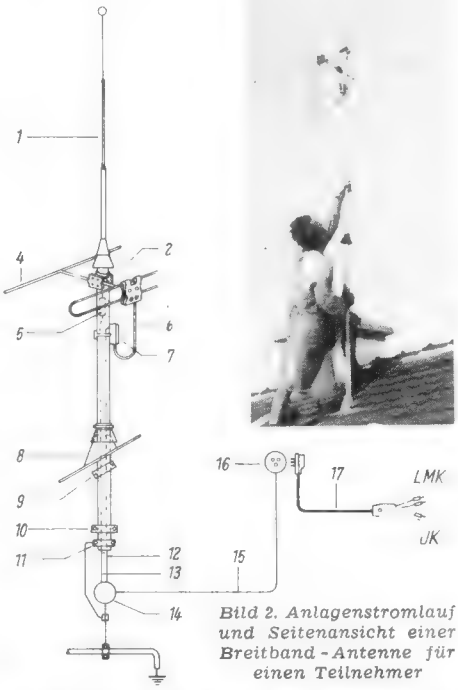
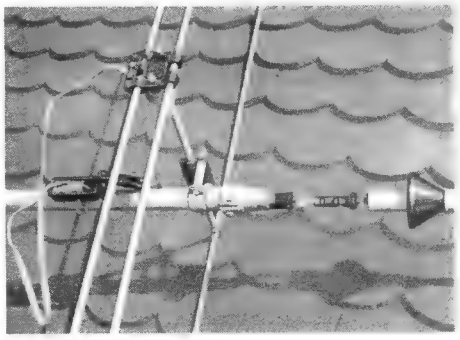

Bild 2. Anlagenstromlauf und Seitenansicht einer Breitband-Antenne für einen Teilnehmer
Bild 3. Die zusammengesetzte Antenne liegt noch auf dem Hausdach und läßt die geöffneten Antennenübertrager erkennen
Zum Empfang von Mittel- und Langwellen dient die mit einer „Prasselschutzkugel" (Geräuschminderung bei statischen Entladungen) versehene 3,3 m lange Antennenrute 1 **(Bild 2)**. Oben im Standrohr befindet sich der Mittel-Lang-Antennenübertrager 5 der als Autotransformator mit Feinfunkenstrecke geschaltet ist und die Antenne an den Wellenwiderstand (60 Ω) des Kabels anpaßt. In gleicher Weise wird mit der vom Faltdipol 3 aufgenommenen Empfangsenergie verfahren, wobei der UKW-Spezialübertrager 7 die Anpassung zwischen ungeschirmtem Bandkabel und geschirmter Koaxialleitung übernimmt. Bis zum Antennenableiter 14, in dem zwei Funkenstrecken mit je 0,1 mm Elektrodenabstand als VDE-mäßig vorgeschriebener Blitzschutz untergebracht sind, verlaufen die beiden Kabel 12 und 13 im Standrohr getrennt. Von hier ab erfolgt die Weiterleitung über die doppelt-konzentrische Antennenleitung 15, die beide Leitungen in einer gemeinsamen Kunststoffumhüllung (Querschnitt etwa 5 × 8 mm) vereint. Dieses wetterfeste Kabel kann nach Belieben auf Putz, direkt im Putz oder in Isolierrohren verlegt werden. Wenn nur ein Teilnehmer angeschlossen werden soll, endigt es in der Nähe des Empfängers in einer Wandsteckdose 16. Die Empfänger-Anschlußschnur 17 ist am Ende mit einem kleinen Kästchen (114 × 44 × 31 mm) versehen, das die beiden Empfängerübertrager (ML, UKW) enthält und vier Steckerschnüre aufweist, die den Anschluß zum Empfänger herstellen. Eine ebenfalls eingebaute elektrische Weiche nutzt den Kabelmantel als Kurzwellenantenne aus. Wenn mehrere Teilnehmer (bis zu acht) ohne Verwendung eines Verstärkers angeschlossen werden sollen, endigt die Antennenleitung 15 in einer Antennenverteilerdose, von der aus Anschlußleitungen sternförmig (Stichleitungen) zu weiteren Antennensteckdosen führen. Im Verteiler untergebrachte Entkopplungswiderstände (je zwei pro Teilnehmer) sorgen für völlige Rückwirkungsfreiheit, und die als Trennübertrager (zwei Wicklungen) ausgeführten Empfängerübertrager verhindern das Auftreten von Berührungsströmen, wenn Allstromempfänger verwendet werden. Da bei Allstromschaltungen das Chassis in leitender Verbindung mit dem Lichtnetz steht, können über Antennen- und Erdbuchse Restströme in das Kabelnetz gelangen, die bei anderen Teilnehmern Störungen und sogar empfindliche elektrische Schläge verursachen. Das wird durch die erwähnten Trennübertrager sicher verhindert. Außerdem bewirkt der besondere Schaltungsaufbau eine saubere Hf-mäßige Trennung des Empfänger-Einganges vom Netz, so daß über diesen Weg praktisch keine Störungen mehr eindringen können.
Die meisten Rundfunkhörer scheuen die Umstände, die ihrer Ansicht nach die Montage einer solchen Antenne verursacht. Abgesehen davon, daß vom Hersteller erfahrene Spezial-Monteure zur Verfügung gestellt werden können, werden die Arbeiten sehr weitgehend durch vorbereitete und genau angepaßte Bauteile erleichtert. So ist z. B. die Vornahme des „Durchbruches" durch das Ziegeldach eine Angelegenheit von wenigen Handgriffen. An der in Aussicht genommenen Stelle wird ein Dachziegel ausgehängt und gegen die mit einer Gummidichtung versehene Dachhaube 8 (Bild 2) ausgetauscht. Zwei Befestigungsschellen 9 und 10 fixieren das Standrohr unterhalb des Daches an einer Mauer, am Dachgebälk oder in Sonderfällen auch an einem Kamin (Korrosionsgefahr durch Rauchgase). Als Blitzerde (11) wird das Steigrohr der Wasserleitung verwendet oder der bereits vorhandene Blitzableiter bzw. z. B. die gut geerdeten Laufschienen eines Aufzuges.
Bild 3 zeigt die quer auf dem Dach liegende und zum Einsetzen in die Dachhaube vorbereitete Antenne. Der Antennenübertrager 5 ist noch nicht in das Tragrohr eingeschoben (rechte Bildseite), so daß man ihn ebenso wie den UKW-Übertrager noch im geöffneten Zustand erkennen kann (vgl. 5 und 7 in Bild 2). Bild 1 zeigt den Augenblick der Montage, in dem das Standrohr gerade in die Dachhaube eingesetzt wird. Sobald die Leitungsinstallation beendigt ist, muß noch durch Empfangsversuch der Dipol 3 nach Lockern der Standrohr-Befestigungsschellen 9 und 10 mit der Breitseite auf die Richtung des bevorzugten UKW-Senders eingepeilt werden. Bei geringen Feldstärken wird ein Reflektor 4 (Bilder 1 und 2) aufgesetzt, und wenn Rundempfang gewünscht wird, tritt an die Stelle des Faltdipols ein Kreuzdipol. Es verdient besonders hervorgehoben zu werden, daß Vorkehrungen zur Erweiterung auf Fernsehempfang bereits in der Konstruktion getroffen wurden. Im Vergleich zu einem Innendipol waren die UKW-Empfangsergebnisse bei der Versuchsantenne nach dem Gehör beurteilt um ein bis zwei Größenordnungen besser, während Fernempfang auf den übrigen Bereichen überhaupt erst möglich wurde.